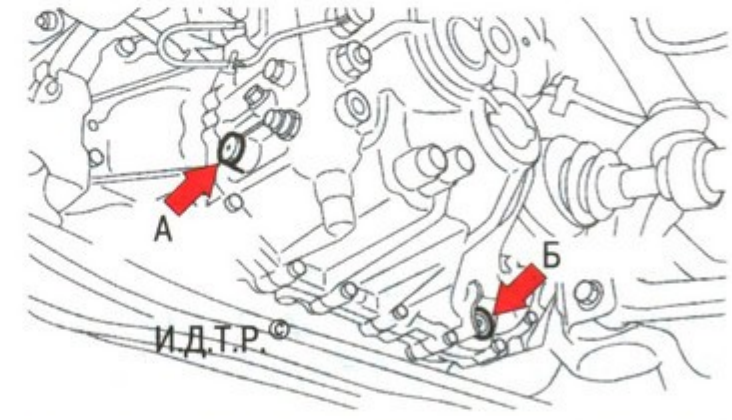

Рис. 6.17. Расположение контрольного (наливного) и сливного отверстий на картере МКП: А – контрольное (наливное) отверстие; Б – сливное отверстие
1. Для **проверки уровня масла** выверните пробку **А** (рис. 6.17) контрольного (наливного) отверстия, расположенную на картере коробке передач спереди по направлению движения.